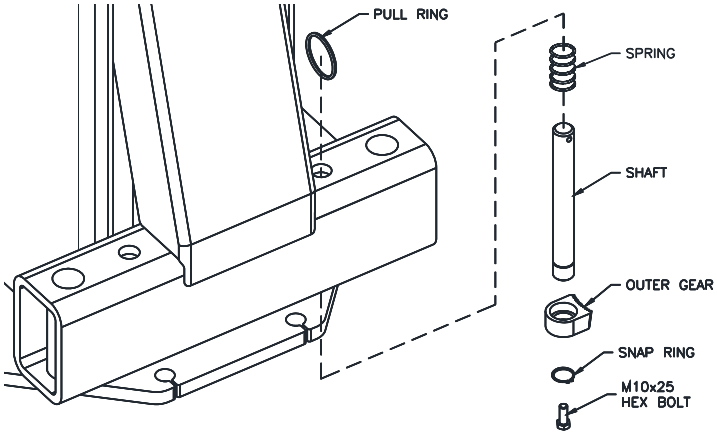

Fig. 19-Arm Restraint
57) Arm restraint assemblies should be installed on carriage as shown in **Fig. 19**.